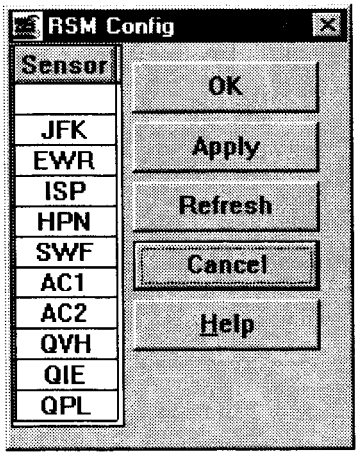

FIGURE 4-51. RSM CONFIG WINDOW
2. Observe the RSM Config window (Figure 4-51).